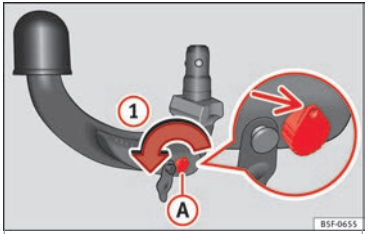

**Fig. 214** Step 1.
- Turn the key in the direction of arrow (1) until the part of the key with the holes reaches the top position ››› **Fig. 214** (arrow).